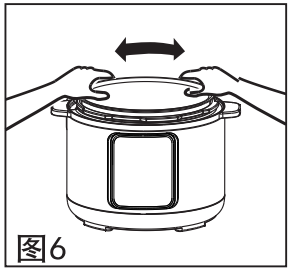

图6
3.将内锅放入外锅内,放入前先把内锅及发热盘抹净（外锅内及发热盘表面不得放入杂物）, 放入后左右轻轻旋转内锅, 保持内锅与发热盘接触良好(如图6所示)。